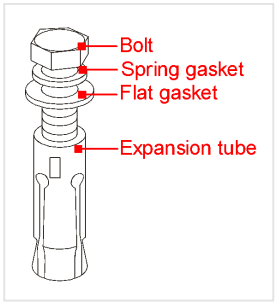

FIGURE 3-3 M8 expansion anchor: bolt, spring washer, flat washer, sleeve
5. Drill four 0.39 in (10 mm) holes with a hammer drill (tolerance ±0.08 in / ±2 mm). Fit M8 expansion anchors (Figure 3-3). The exposed height of an anchor must not exceed 2.0 in (50 mm).